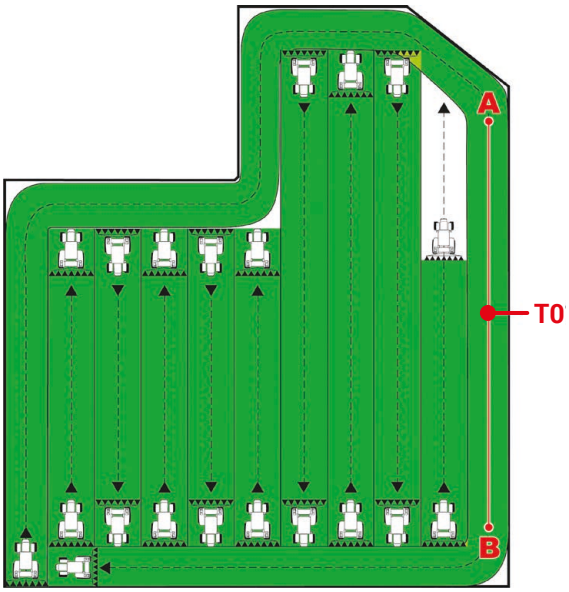

Rys. 253
• Po wytyczeniu prostej A/B (**T0**), całe pole może być obrobione równolegle do niej (Rys. 253), śledząc ścieżki odniesienia, które ukazują się na wyświetlaczu (Rys. 254).